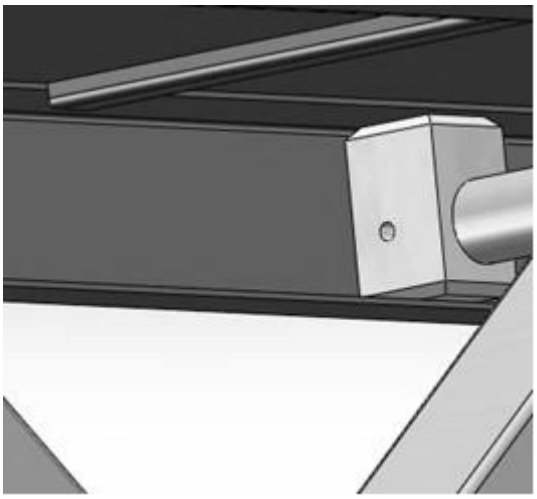

Рисунок 6-3. Верхняянаправляющая
4. Нанесите слой смазки вдоль внутренней и верхней части верхней направляющей с обеих сторон вышки. См. Рис. 6-3, Верхняя направляющая.